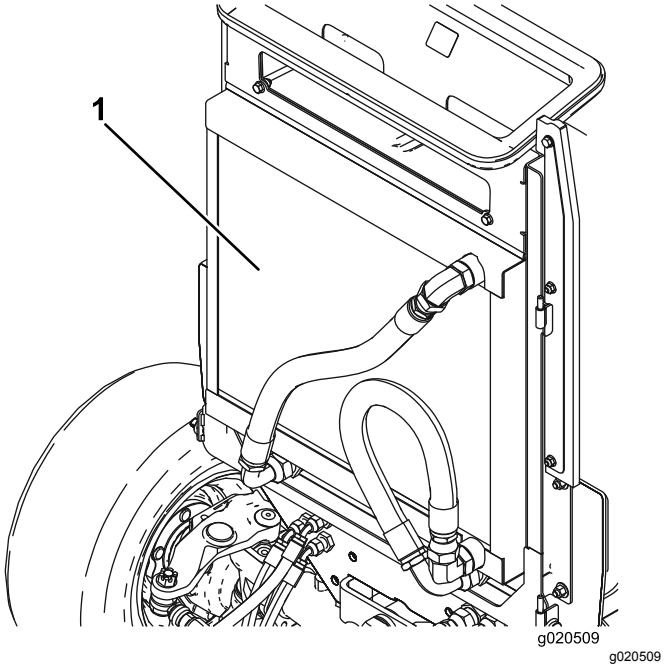

Figur 92
3. Rengjør begge sidene av oljekjøleren og radiatoren grundig med trykkluft (Figur 92).